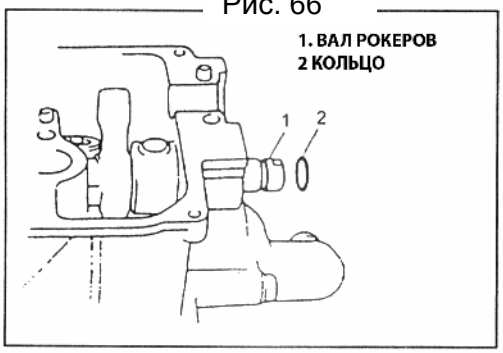

Рис. 67
11) Толкните вал рокеров в направлении датчика положения распредвала и извлеките кольцо (Рис. 67).